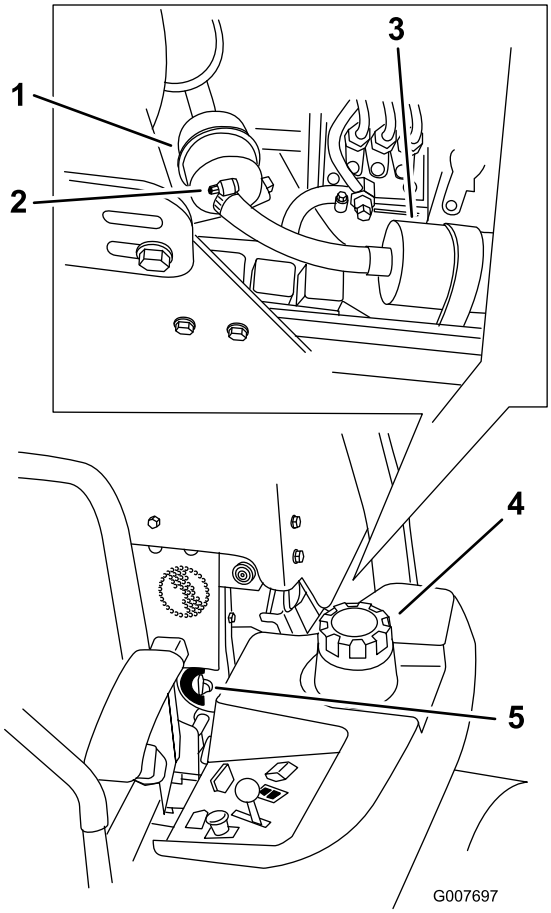

Figur 55
4. Luk brændstofafbryderventilen(Figur 55).
5. Løsn de to slangeklemmer, og kobl brændstofledningerne fra brændstoffilteret (Figur 55).
6. Sæt et nyt filter. Kobl brændstofledningerne til brændstoffilteret, og monter slangeklemmerne (Figur 55).